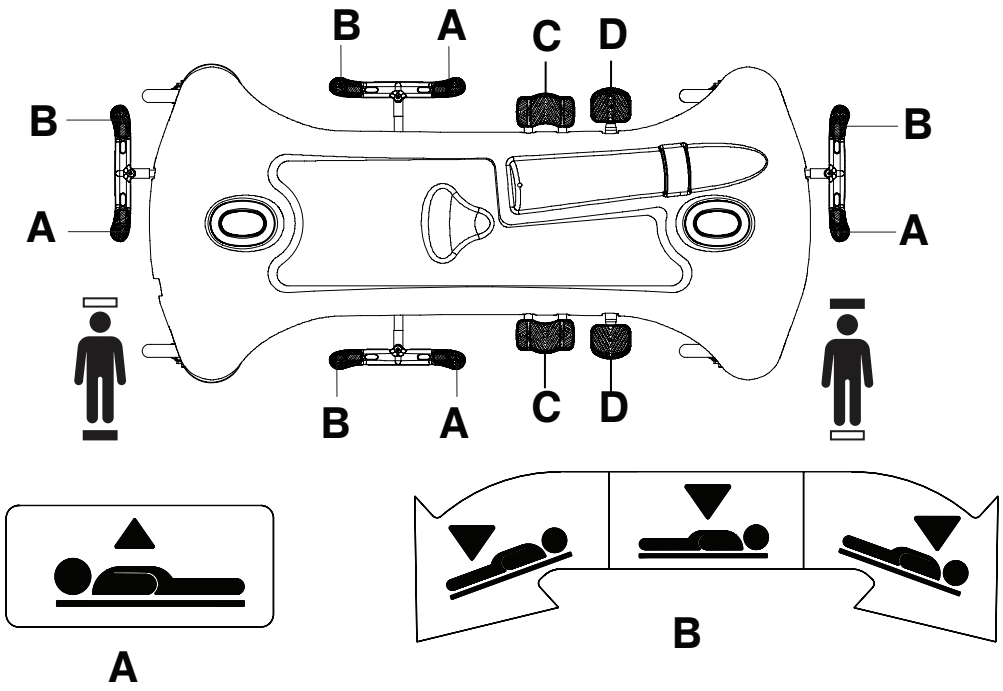

Figura 3 – Sollevamento e abbassamento del lettino
Per alzare il lettino, spingere il pedale a pompa (D) fino a ottenere l'altezza desiderata (Figura 3).
Per collocare il prodotto in posizione Trendelenburg (testa in basso), portare il lettino alla sua altezza massima (Figura 3).
Per collocare il prodotto in posizione anti-Trendelenburg (piedi in basso), alzare il lettino alla sua altezza massima (Figura 3).